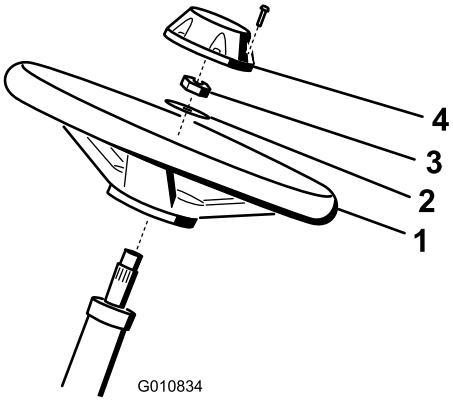

**Figur 5**
1. Trä på ratten på styraxeln (Figur 5).
2. Trä på brickan på styraxeln (Figur 5).
3. Fäst ratten på axeln med en låsmutter och dra åt den till 27–35 N·m (Figur 5).
4. Montera kåpan på ratten och fäst den med sex skruvarna (Figur 5).